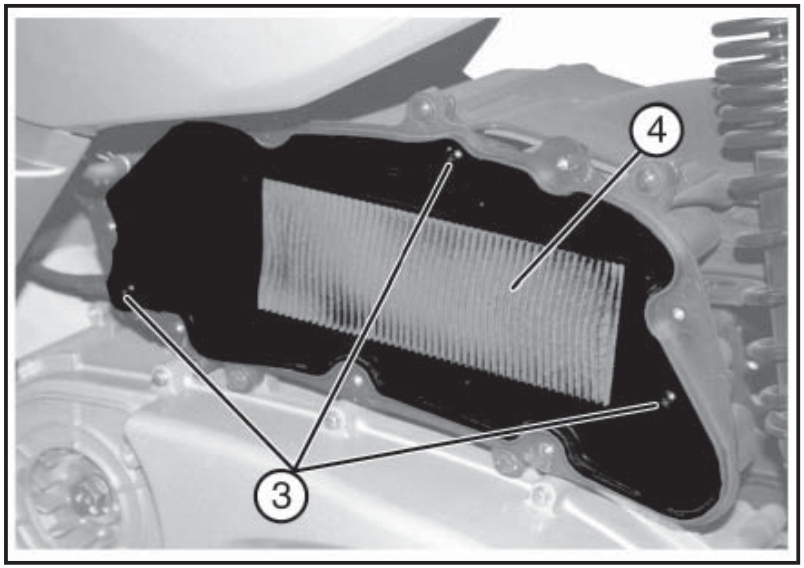

Fig. 02 *QSI0056*
- Svitare le tre viti «**3 - Fig. 02**».
- Rimuovere l'elemento filtrante «**4 - Fig. 02**».